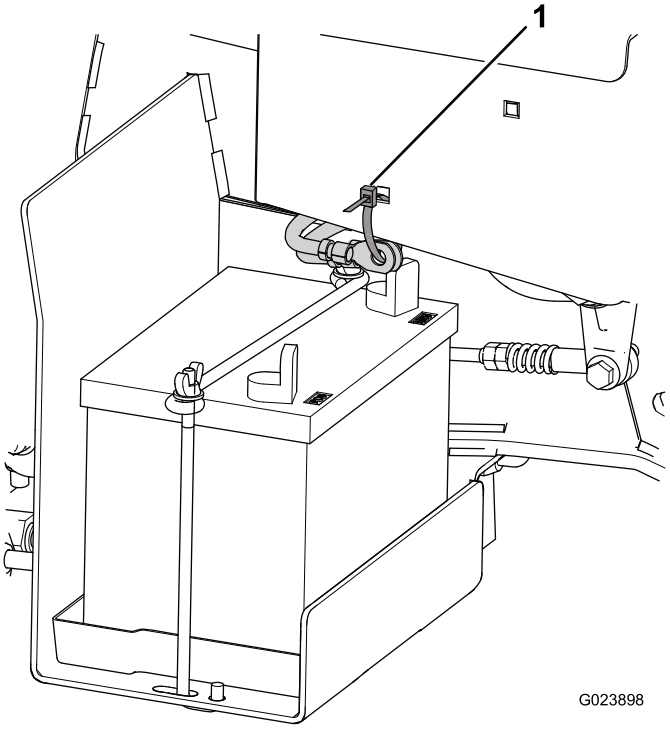

Figuur 4
1. Snij de kabelbinder waarmee de accukabels aan het frame zijn bevestigd los, en gooi de kabelbinder weg (Figuur 4).